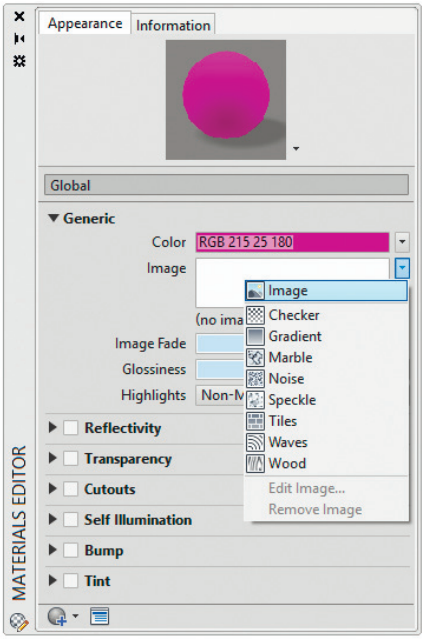

Рис. 25.27. Выбор изображения материалов
- **Image** – установка изображения (рис. 25.27):